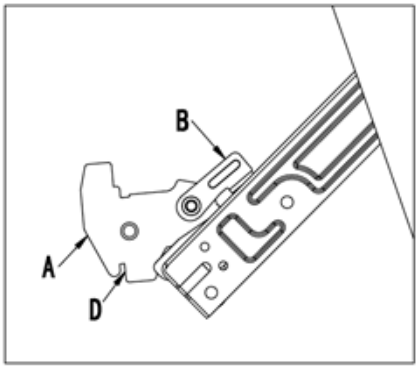

Рис. 1
- Полностью откройте дверцу и поднимите 2 рычага «B» (рис. 1).